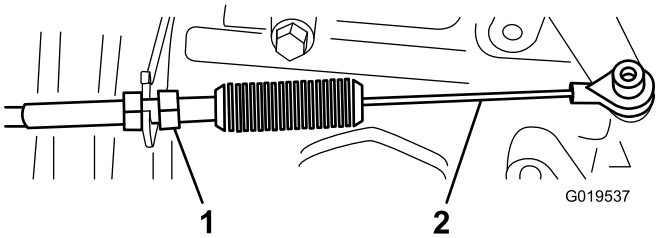
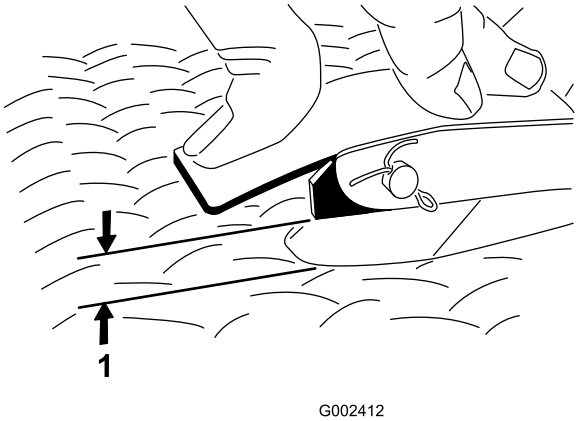

Rysunek 67
Rysunek 68
2. Wyreguluj przegub kulowy na lince przyspieszania (Rysunek 67) tak, aby uzyskać odstęp od 2,54 do 6,35 mm między ramieniem pedału przyspieszania a górną powierzchnią żebrowanej płyty podłogowej (Rysunek 68), gdy do środka pedału zostanie przyłożona siła 11,3 kg.
3. Dokręć nakrętkę zabezpieczającą (Rysunek 67).